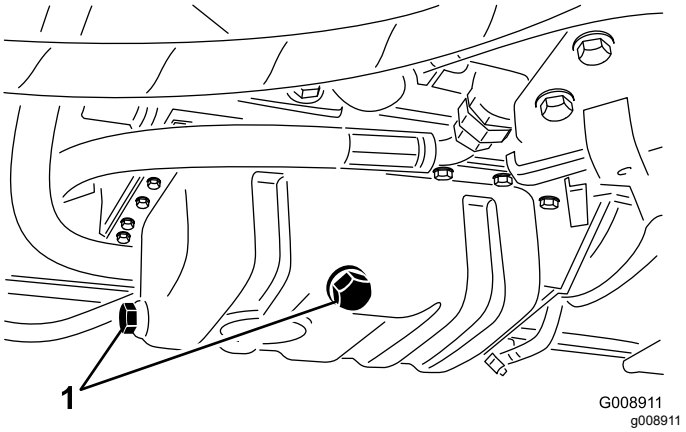

**Figur 61**
1. Fjern enten tappepluggen (Figur 61) og la oljen renne ned i et tappefat. Sett tappepluggen på plass når oljen slutter å renne.